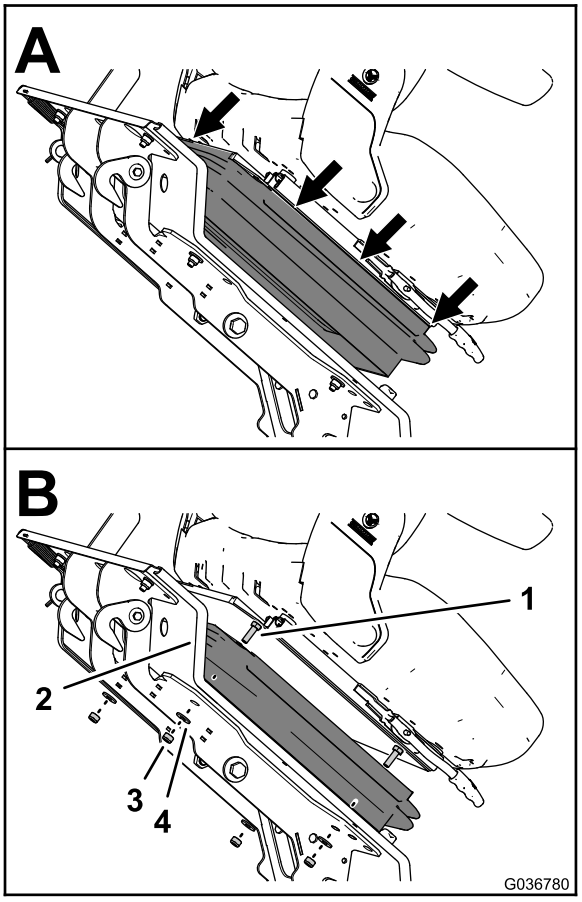

Figur 10
C. När alla flikarna har lossats från sina spår drar du ned gummiskon (A i Figur 10).
4. Ta bort de fyra brickorna (8 mm) och fyra låsmuttrarna (8 mm) som fäster sätet på sätesplattformen medan du stöttar upp sätet (B i Figur 10).